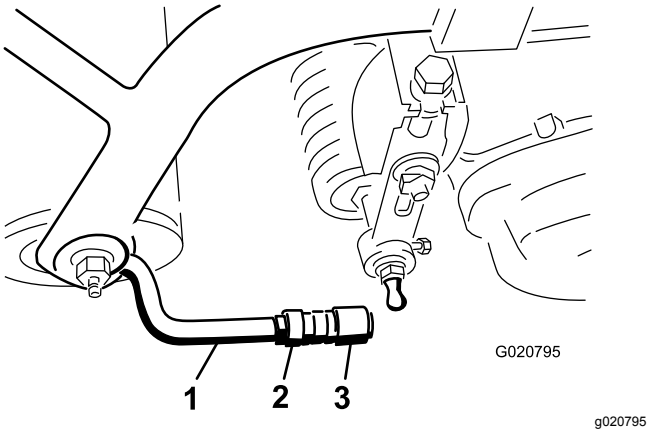

Figur 9
5. Rett opp kuleskålene i kuleleddene slik at den åpne siden av skålen midtstilles mot kulebolten. Trekk til låsemutterne for å feste kuleskålene (Figur 9).